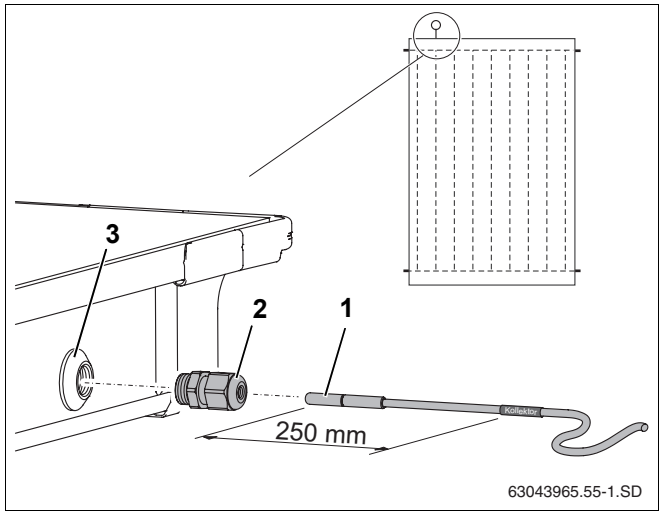

Rys. 54 Wsunięcie czujnika do kolektora
Aby instalacja solarna funkcjonowała prawidłowo, czujnik temperatury kolektora (rys. 54, **poz. 1**) należy wsunąć do oporu (ok. 250 mm) do rurki prowadzącej czujnika.
- Czujnikiem temperatury kolektora lub śrubokrętem przebić warstwę uszczelniającą (rys. 54, **poz. 3**) przepustu czujnika.
- Złącze zaciskowe (rys. 54, **poz. 2**) wkręcić do przepustu czujnika.
- Dobrze dokręcić złącze zaciskowe (rys. 54, **poz. 2**), przytrzymując je w razie potrzeby.
Jeżeli zostanie przebita przelotka kabla czujnika (rys. 54, **poz. 3**) na niewłaściwym kolektorze, należy ją zaślepić korkiem z zestawu przyłączeniowego. Z przelotki czujnika kolektora należy najpierw usunąć nakrętkę, używając do tego złączki kabla (rys. 54, **poz. 2**).